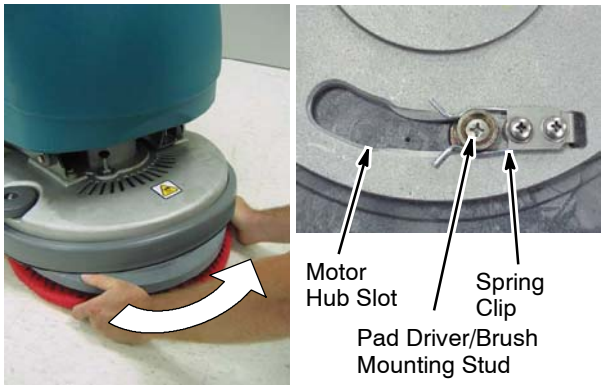

FIG. 11
5. Align the pad driver/brush mounting studs with motor hub slots and give the pad driver/brush a quick counter-clockwise turn to engage spring clip (Figure 11).